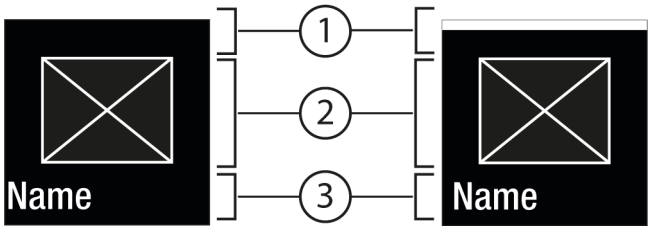
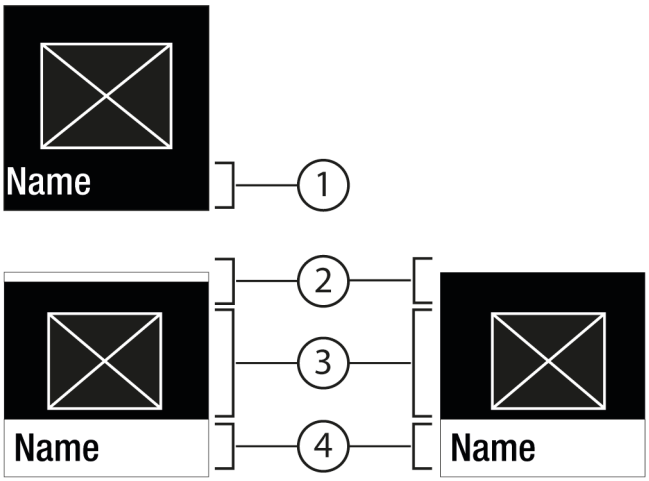

Fig. 6
Fig. 7
- Con Conferma *Fig. 5 (2)* richiamare il sottomenu *Fig. 7 (4)*.
- Impostare un valore nuovo: Con Conferma *Fig. 5 (2)* selezionare un valore disattivato *Fig. 6 (1)*.
- Ritorno al menu: Con Conferma *Fig. 5 (2)* selezionare un valore già attivato *Fig. 6 (2)*.
▷ Stato: attivato *Fig. 6 (1)* è visualizzato brevemente nel sottomenu *Fig. 7 (4)*.